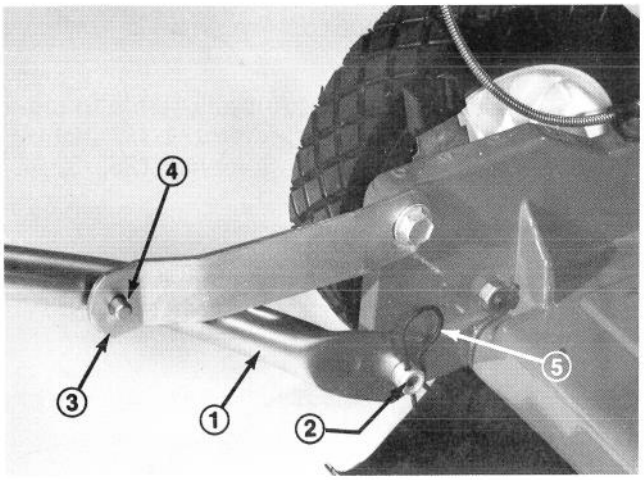

Figure 1
1. Push ends of lower handle together and install handle on pivot pins. Slide hair pin cotters through both pivot pins (Fig. 1).
2. Move handle latches backward until handle studs fit into hole at end of latches (Fig. 1).